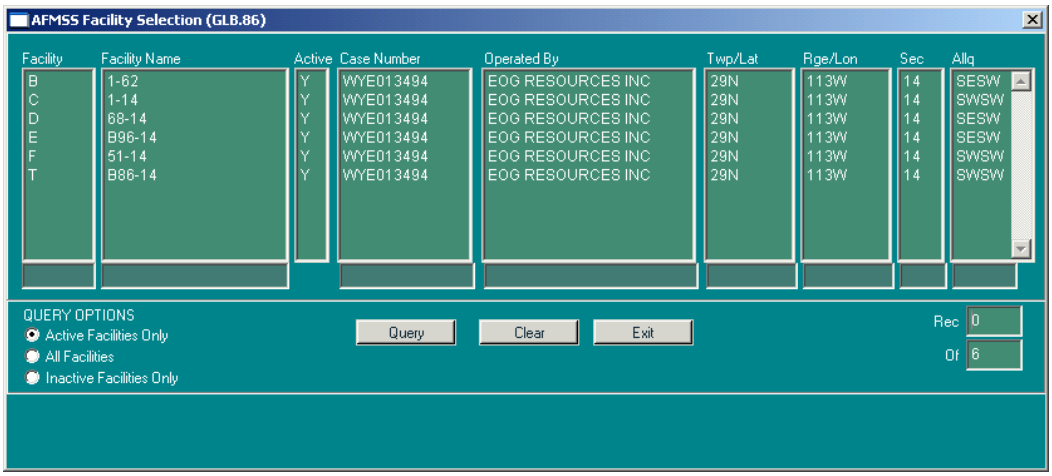

Figure 3-8: Non-Indian AFMSS Facility Selection (GLB.86) Window
4. Click **Add New** if the desired facility is not listed in the display. This launches the *Non-Indian AFMSS Facility Selection (GLB.86)* window (Figure 3-8).